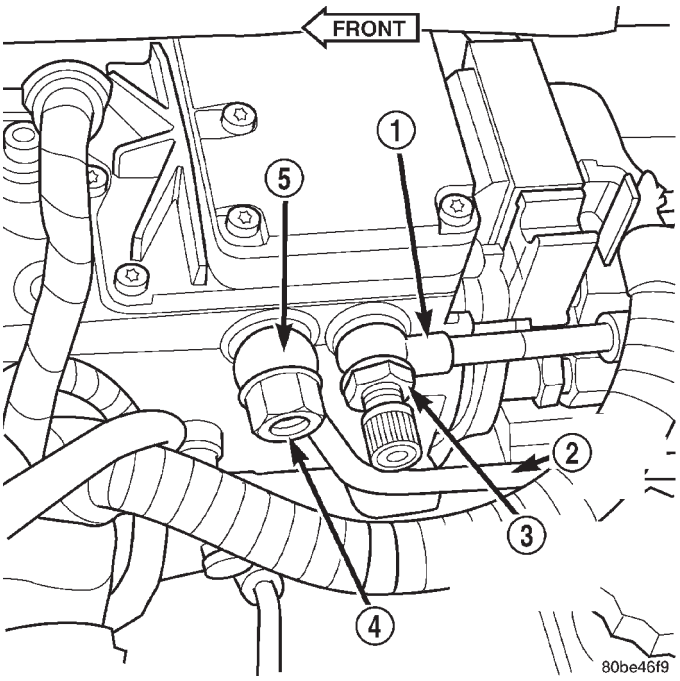
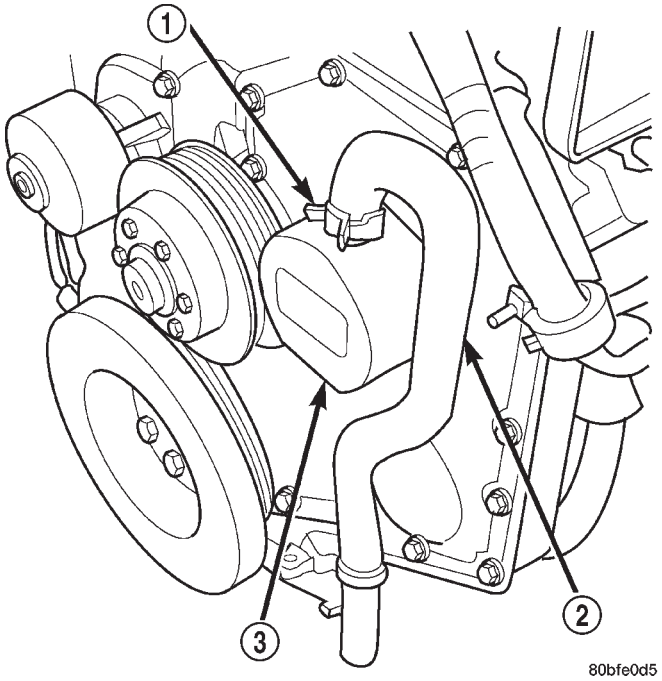

Fig. 32 Fuel Supply and Return Lines at Pump
Fig. 33 Crankcase Vent Hose
(4) Remove fuel return line at side of injection pump by removing overflow valve (Fig. 32). Place rag beneath overflow valve to catch excess fuel.
(5) Remove fuel supply line at side of injection pump by removing banjo bolt (Fig. 32). Also remove same line at top of fuel filter housing (banjo bolt).
(6) Remove all high-pressure fuel lines, intake air tube, accelerator pedal position sensor, air intake housing, engine oil dipstick tube, wiring clips, electrical cables at intake heaters and engine lifting bracket. Refer to High-Pressure Fuel Line Removal/Installation. All of these items are covered in this procedure.
(7) Remove hose clamp at crankcase vent hose (Fig. 33) and remove hose from canister.
(8) Remove (unscrew) canister (Fig. 33) from gear cover.
(10) Install canister (Fig. 33) to gear cover.
(11) Install crankcase vent hose (Fig. 33) to canister and install hose clamp.
(12) Using new gaskets, install fuel return line and overflow valve to side of injection pump (Fig. 32). Tighten overflow valve to 24 N·m (18 ft. lbs.) torque.
(13) Using new gaskets, install fuel supply line to side of injection pump and top of fuel filter housing (Fig. 32). Tighten banjo bolts to 24 N·m (18 ft. lbs.) torque.
(14) Install all high-pressure fuel lines, intake air tube, accelerator pedal position sensor, air intake housing, engine oil dipstick tube, wiring clips, electrical cables at intake heaters and engine lifting bracket. Refer to High-Pressure Fuel Line Removal/Installation. All of these items are covered in this procedure.